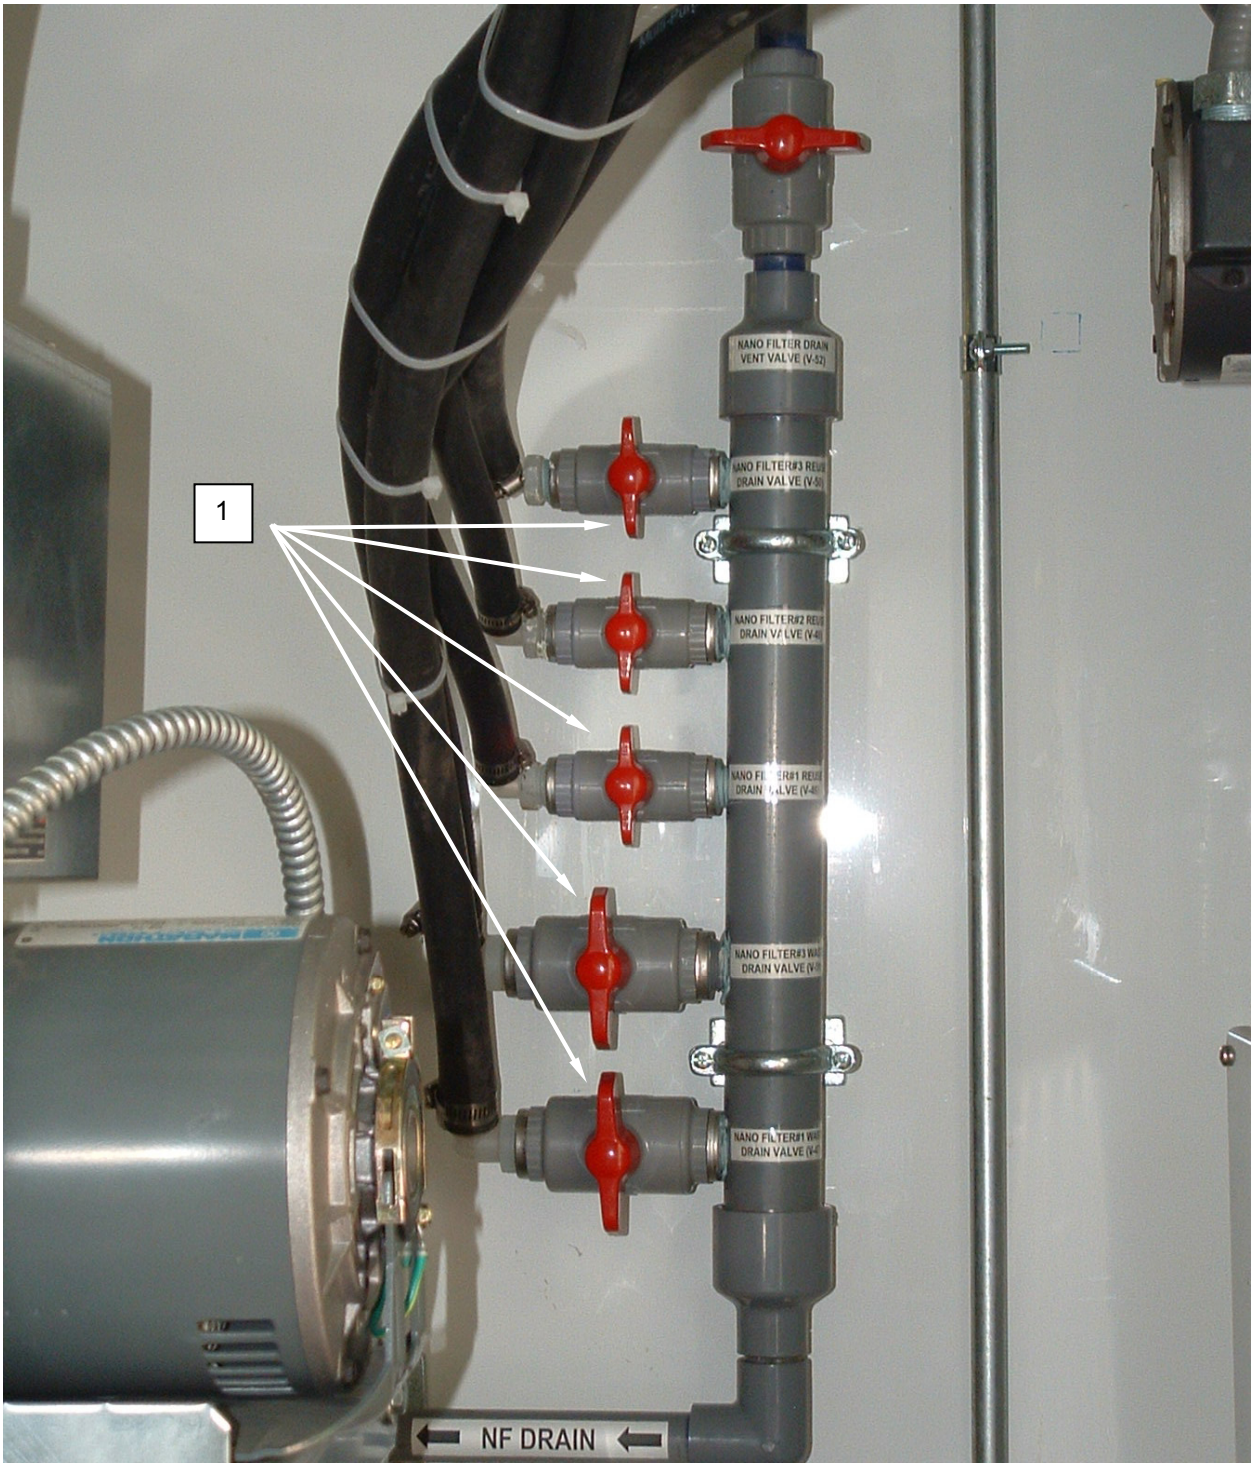

Figure 1. Replace Nanofilter Cartridges.
1. Open nanofilter drain valves **(Figure 1, Item 1)** and allow to drain approximately 15 minutes.